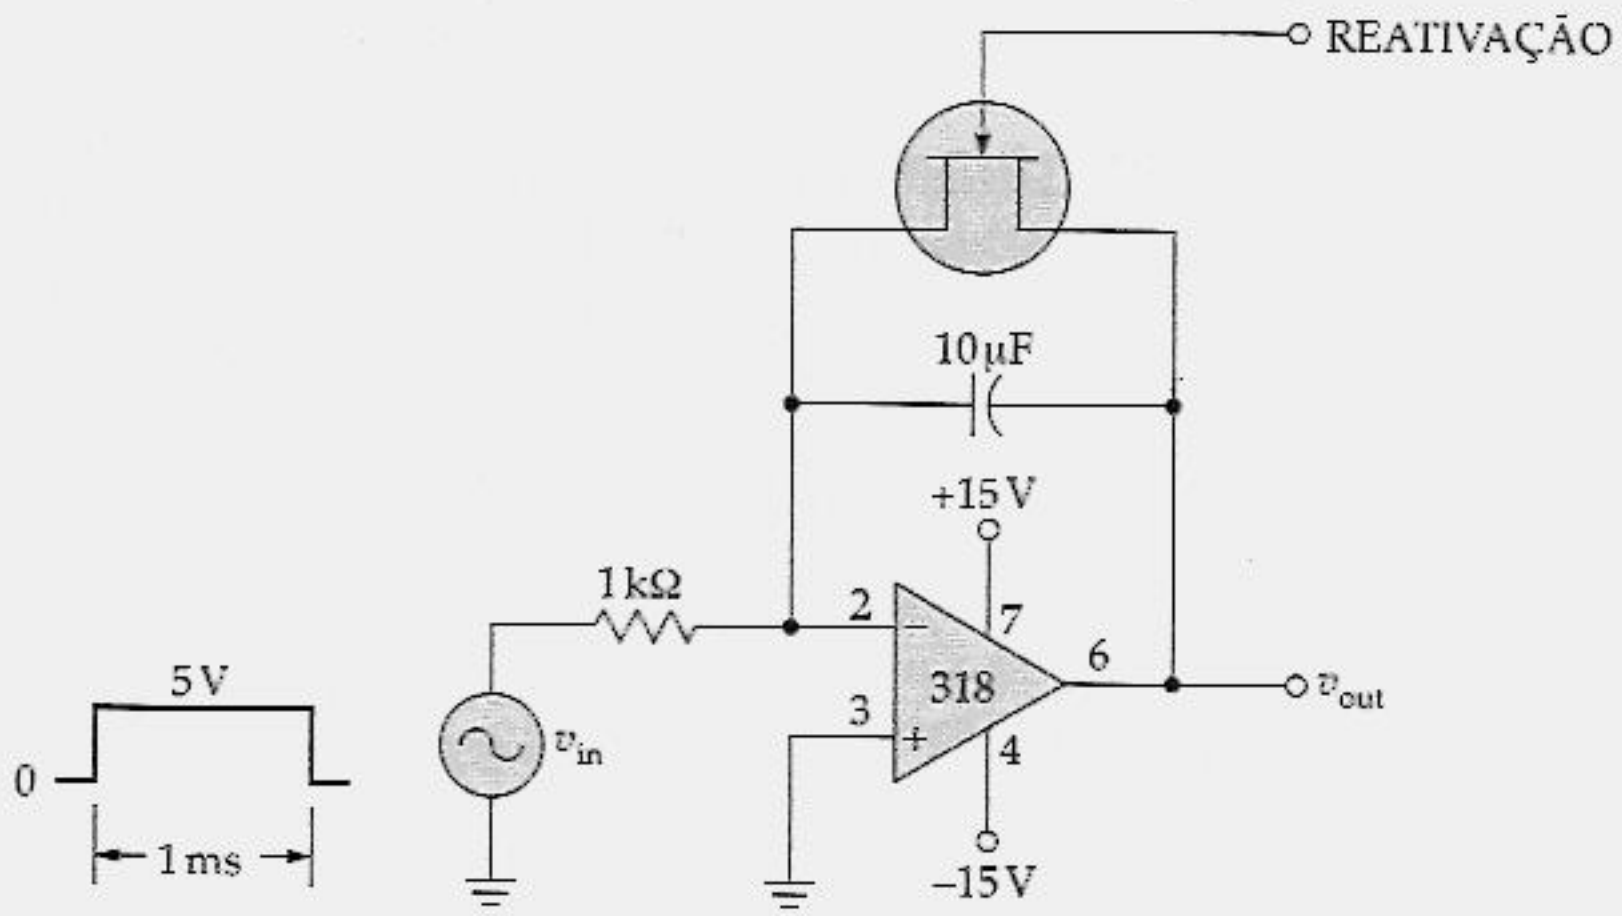

Figura 21.40
21.13 Qual a corrente de carga do capacitor do circuito da Figura 21.40 no momento em que o pulso de entrada for alto?
21.14 Na Figura 21.40, a tensão de saída é retornada a zero exatamente antes do início do pulso. Qual a tensão de saída ao final do pulso?
21.15 A tensão de entrada é alterada de 5 para 1 V na Figura 21.40. A capacitância é alterada para cada um desses valores: 0,1; 1; 10 e 100 μF. Qual a tensão de saída ao final do pulso para cada capacitância?
21.16 Desejamos produzir uma tensão de saída na forma de rampa na Figura 21.40 que varie de 0 a + 10 V, com tempos de 0,1; 1 e 10 ms. Que modificações você pode fazer no circuito para realizar isto? (Diversas respostas corretas são possíveis.)
21.28 As ondas de radar se deslocam a 297.600 km/s. Um transmissor na Terra envia uma onda de radar para a Lua, e o eco dessa onda retorna à Terra. Na Figura 21.40, o resistor de 1 kΩ é alterado para 1 MΩ. O pulso retangular de entrada começa no instante em que a onda de radar é enviada à Lua, e termina no instante em que ela retorna à Terra. Se a rampa de saída diminui de 0, a uma tensão final de − 1,23 V, a que distância está a Lua?